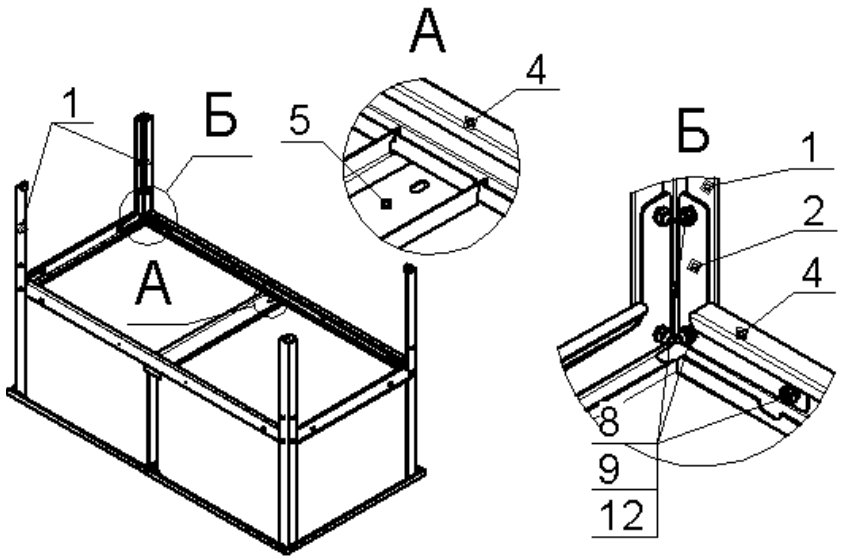

Рис.2
4. Рис.2: на дно моек положить швеллеры (5), на профили короткие (3) и на швеллеры (5) положить профили длинные (4) так, что бы борта швеллеров (5) попали в пазы профилей длинных (4), как показано на виде А, закрепить профили длинные (4) и угольники (2) на стойках (1), при помощи болтов (8), гаек (9) и шайб (12), как показано на виде Б (гайки окончательно не затягивать).